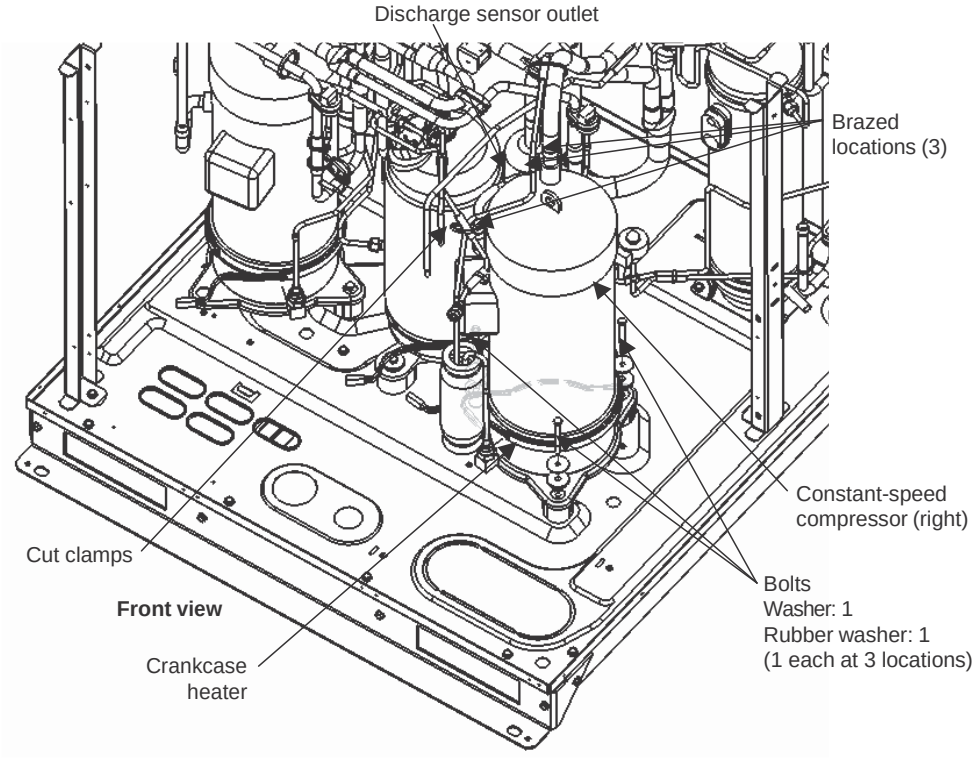

Fig. 27
(1) Connect the manifold gauge to the high- and low-pressure outlet ports at the outdoor unit where the compressor will be replaced. Connect the manifold gauge to a nitrogen cylinder and perform nitrogen gas replacement.
(2) Follow the instructions in “1. Removing Panels” and “2. Removing Electrical Component Box and Duct” and remove the corresponding parts from the outdoor unit where the compressor will be replaced.
(3) Remove the cap at the compressor terminal plate. Disconnect the power terminal.
(4) Remove the crankcase heater.
(5) Remove the bolts, washers, and rubber washers (1 each at 3 locations).
(6) Prepare to disconnect the 3 brazed locations shown in the figure 27.
(7) Disconnect the 3 brazed locations shown in the figure 27.
(8) Cut clamps as shown in the figure 27, and then pull the compressor toward you.